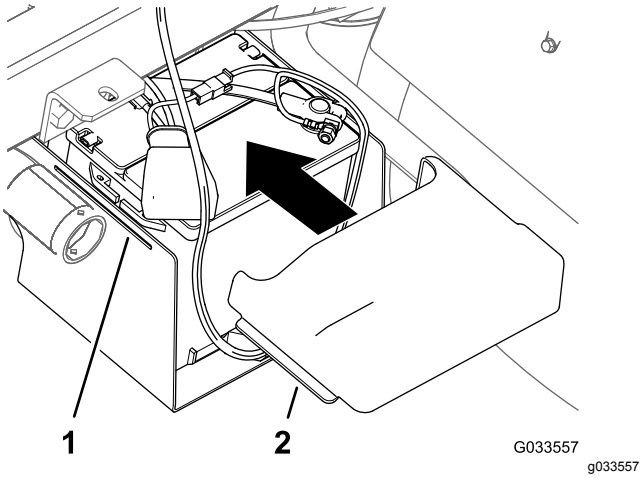

**Figur 33**
10. Klem sidene på batteridekselet, plasser tappene på dekslet på linje med slissene på batteribasen og slipp batteridekselet (Figur 33).